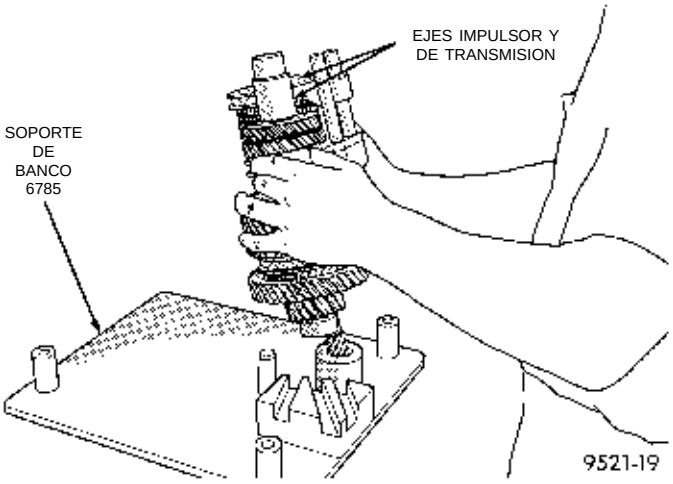

Fig. 56 Desmontaje del tren de engranajes
(21) Retire los conjuntos de ejes impulsor y de transmisión del soporte de banco (Fig. 56).